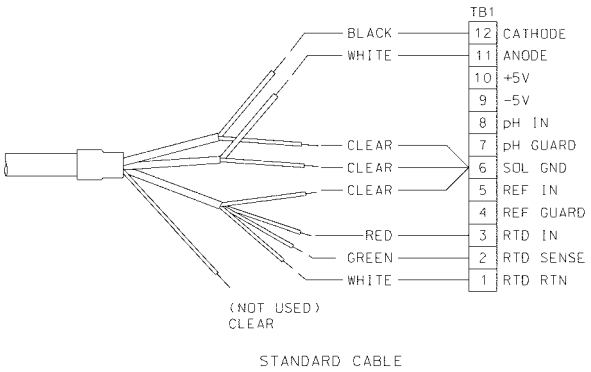

FIGURE 14. Wiring Sensor with Standard Cable to Xmt-A Transmitter.
1. Unscrew the membrane retainer and remove the membrane assembly and O-ring. See Figure 14.
10. Insert a small **blunt** probe, like a toothpick with the end cut off, through the pressure equalizing port. See Figure 14.